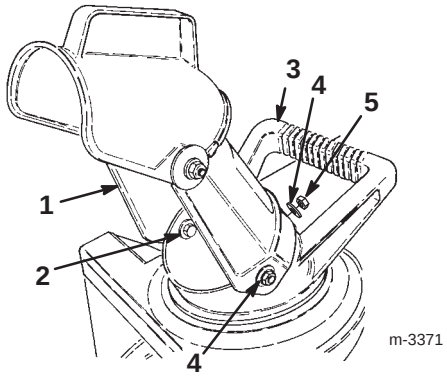

Figure 3
1. Position the holes in the sides on the discharge chute over the hex bolts on the sides of the chute handle (Fig. 3).
2. Secure the discharge chute onto the hex bolts with two washers and two locknuts (Fig. 3).
5. Install the locknut and the washer *tightly* onto the screw at the rear of the discharge chute (Fig. 3).